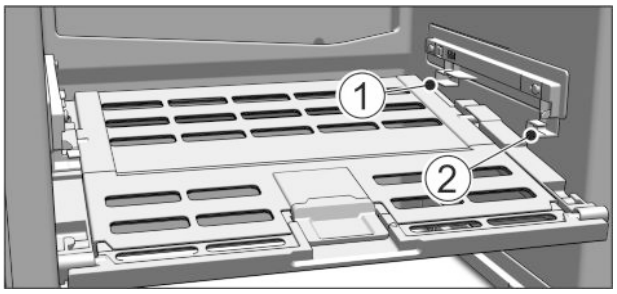

Fig. 51
▶ Replacing the Fruit & Vegetable safe cover: Guide the ridges on the cover into the rear brackets *Fig. 51 (1)* and click it into the front bracket *Fig. 51 (2)*.